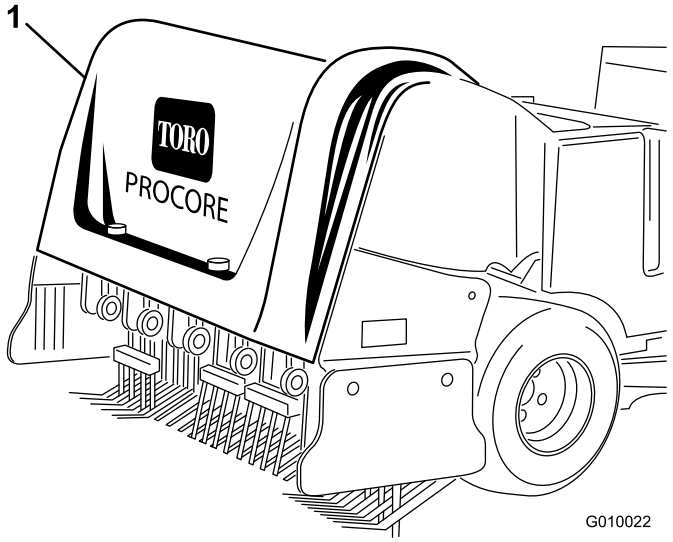
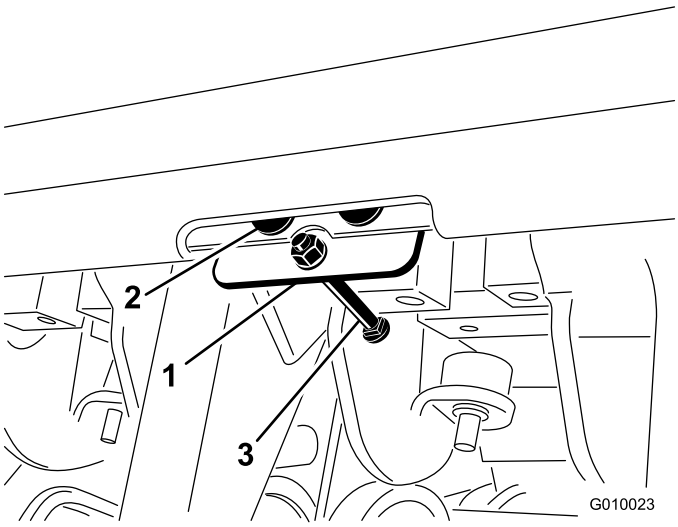

Figuur 7
Figuur 8
1. Zet de plaat van de kap vast aan de achterplaat met 3 popnagels (Figuur 7 en Figuur 8).
3. Steek de bout door de plaat van de kap (Figuur 8).
4. Zet de bout vast aan de plaat van de kap met een moer (nr. 10) (Figuur 8).